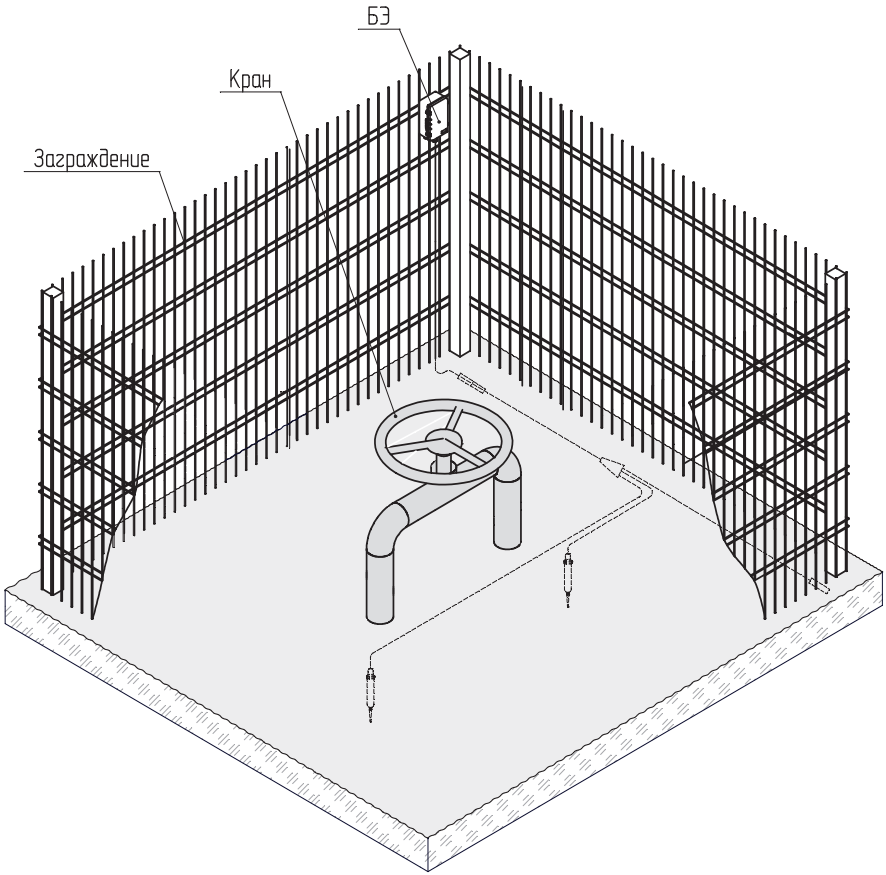

Рисунок 1.8 – Вариант установки звена СЧЭ для охраны малоразмерных объектов (блокирование небольших площадок)
– небольших площадок, размер которых не более 10×10 м (для параметра «ОХРАНА» задано значение «ПЛ-1Х»). К БЭ подключается одно звено СЧЭ. При установке звена СЧЭ на площадке для охраны малоразмерных объектов сейсмоприемники располагать в центре площадки (рисунок 1.8). Изделие формирует сигнал срабатывания при проходе нарушителя в любом месте зоны обнаружения и движущегося в любом направлении.